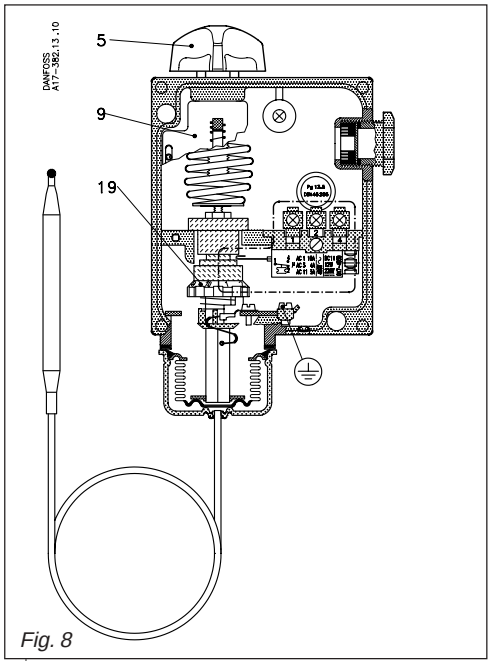

Fig. 8
2. Impostare il termostato a 70°C mediante la manopola (5), fig. 8.
3. Impostare il disco differenziale (19) su 3.